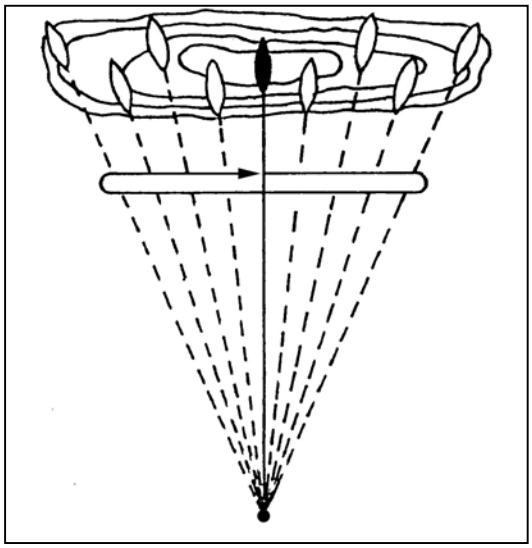

Figure 5-11. Engagement of area target.
(2) *Area Target.* When engaging an area target, the gunner fires in the center of mass, then traverses and searches to either flank (Figure 5-11, page 5-8). Upon reaching the flank, he reverses direction and traverses and searches in the opposite direction. A leader may indicate the width and depth of the target.